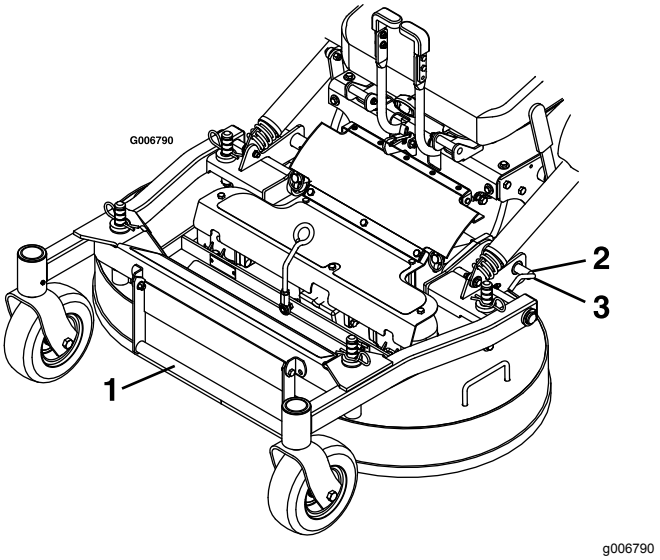

Figur 10
6. Lossa klippdäckets låssprintar på respektive sida (Figur 10).
4. Tryck in däckets låssprintar och vrid dem framåt för att säkert spärra klippdäcket i nedsänkt läge (Figur 10).